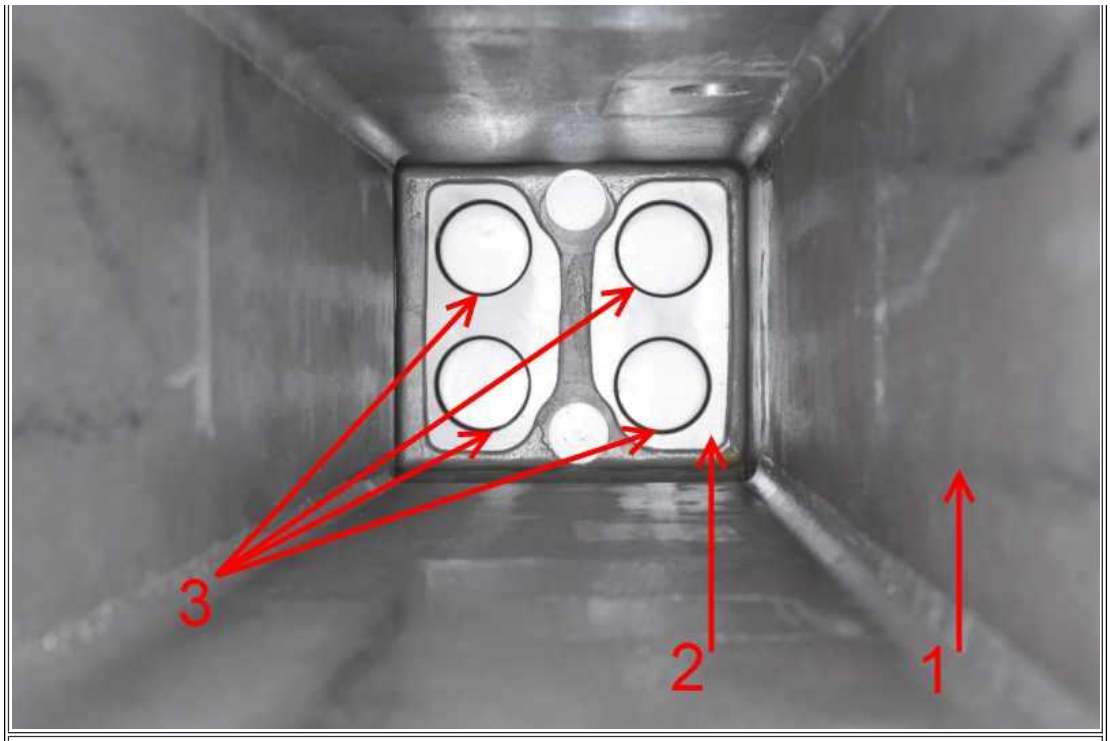

Figure 6: HT Diffuser O-Rings
1. Install the four o-rings from the HT kit (**Figure 6**, Item 3) and ensure they are seated properly.